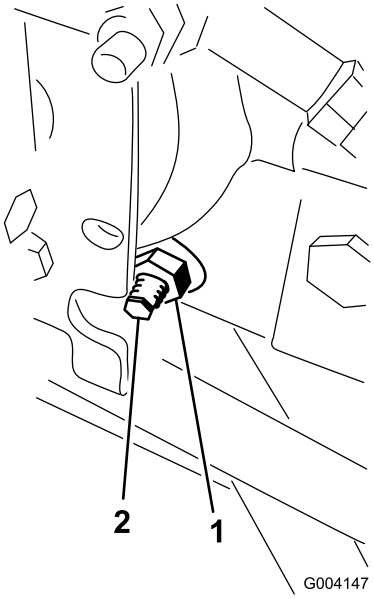

Figur 66
3. Løsn låsemøtrikken på traktionsjusteringsknasten til højre for hydrostaten (Figur 66).